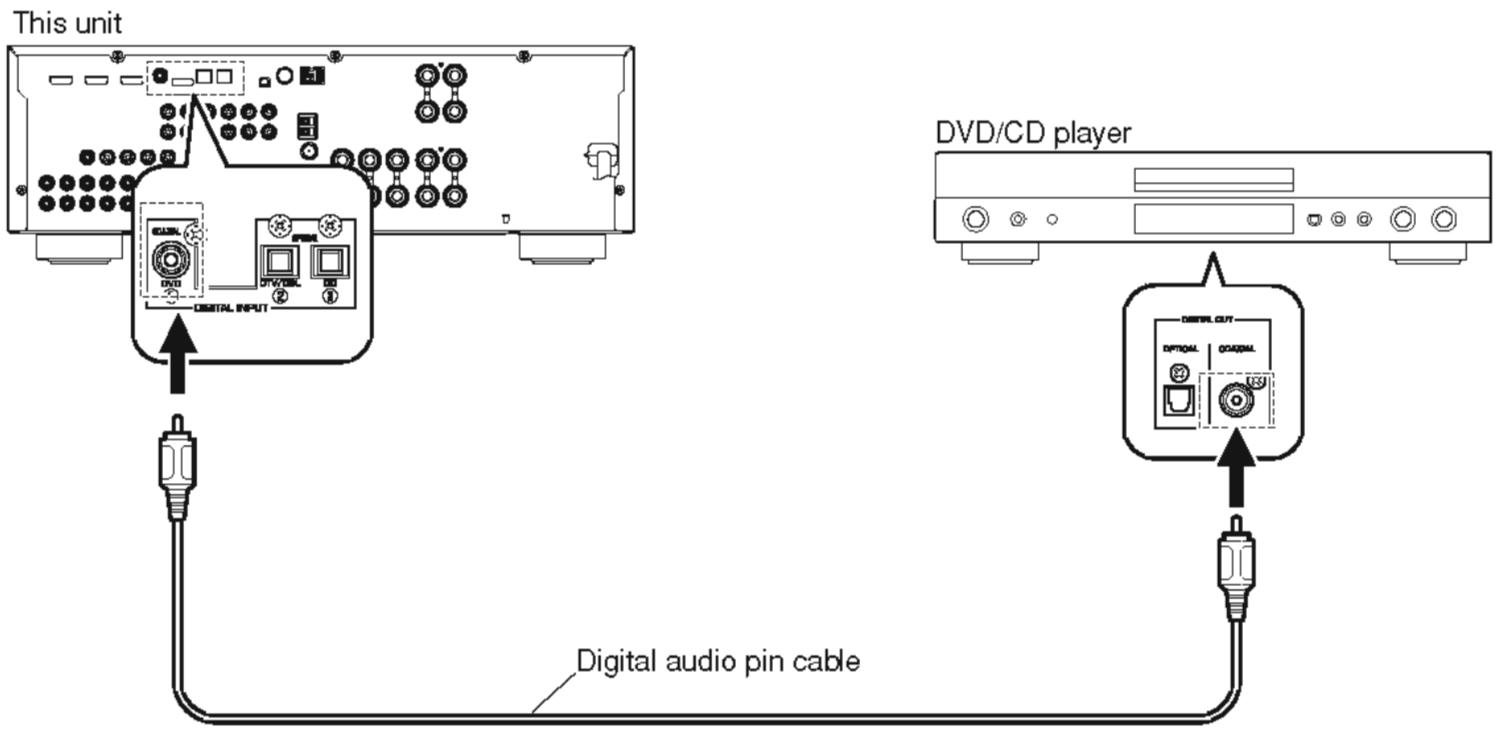

Fig. 1
1. Connect this unit and DVD/CD player as shown below. (Fig. 1)
1. 本機とDVD/CDプレーヤーを下記のように接続します。(Fig. 1)